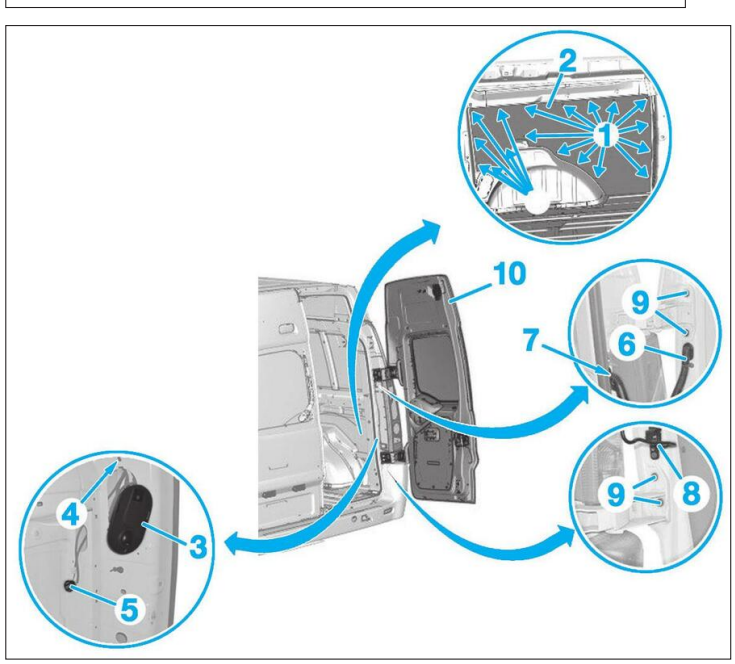

**Fig. 100**
• Dégrafer (1) la garniture d'aile arrière (2) **(Fig.100)**.
• Dégrafer et déposer l'enjoliver (3).
• Débrancher le connecteur (4).
• Déposer l'écrou (5).
• Dégager le faisceau électrique (6) et son fourreau (7).
• Dégrafer le tirant de porte (8).
• Déposer les vis (9) des charnières.
• Déposer la porte battante arrière (10).